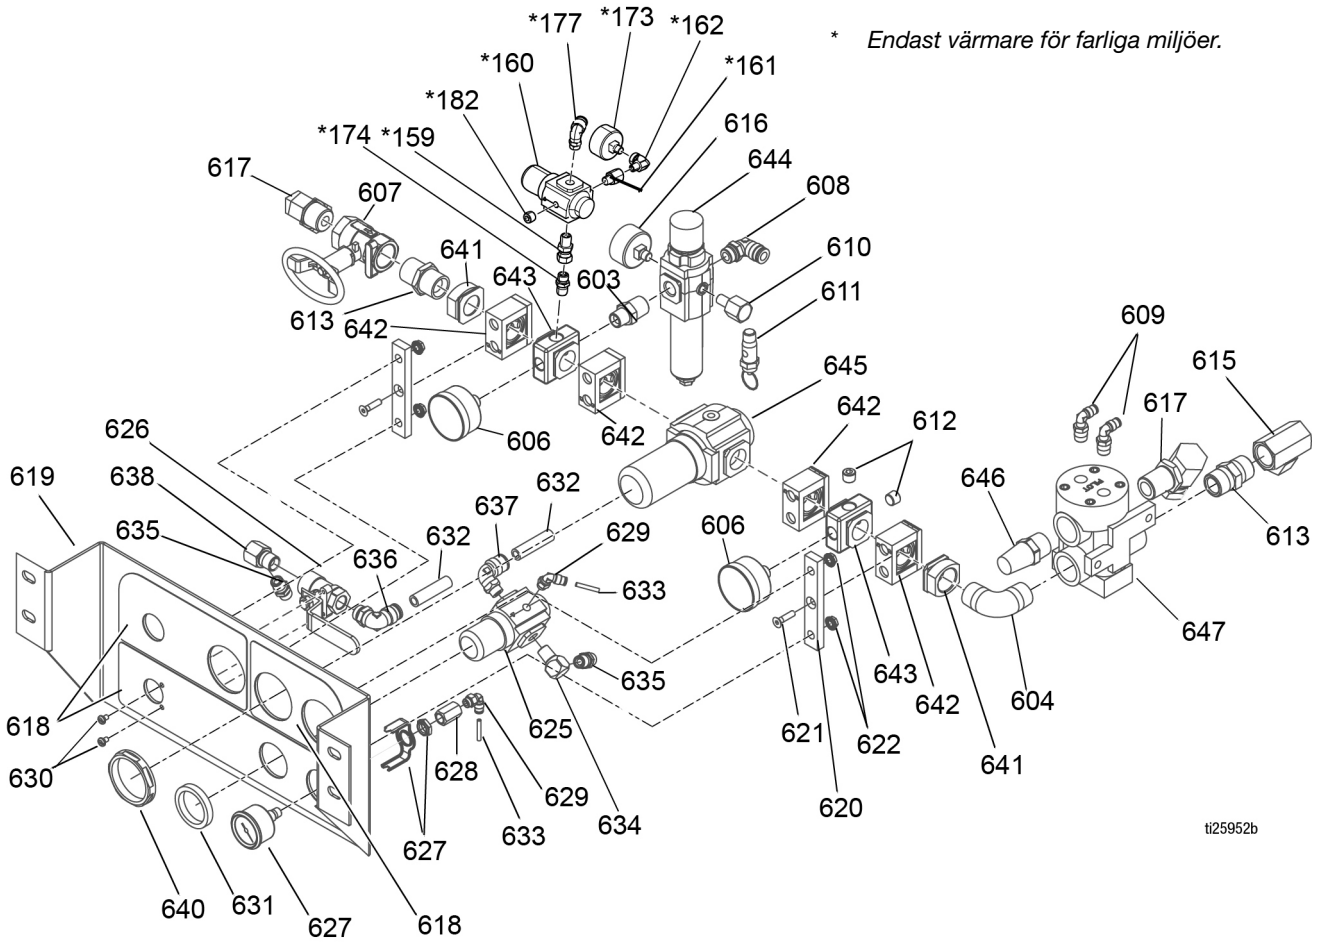

Fig. 5: Tryckluftsreglageenhet (18)
2. Koppla ur luftmotorns luftledningar (67) och systemluftledning (67).
3. Ta bort de fyra muttrarna (17) från framsidan av tryckluftsreglagen (18). Se FIG. 5 på sidan 25.
4. Dra ut enheten (18).
1. **Ta bort luftstyrningsenhet (18)**
2. Ta bort de två skruvarna (630) från framsidan av tryckluftsreglagefästet (619). Se FIG. 5 på sidan 25.
3. Koppla ur luftledningen (632) som går till kulventilenheten (626).
2. Ta bort regulatorns mutter (631) och koppla ur luftledningarna (632, 633) som går till regulatorn (625). Se FIG. 5 på sidan 25.
3. Ta bort den gamla regulatorenheten (625) och ersätt den med en ny regulatorenhet.